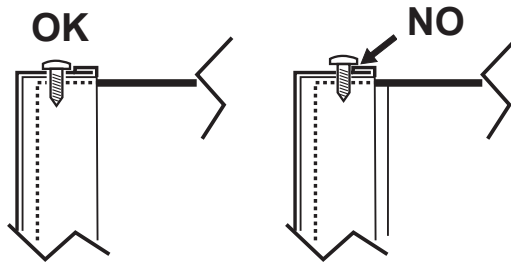

fig. 16 - upper screws mounting
3. Proceed in reverse order to reassemble the front panel. Make sure that it is correctly attached to the upper fixing and completely resting on the side panels. The head of the screw “A”, once tightened, must not be underneath the lower bending stop (see “fig. 16 - upper screws mounting”)..